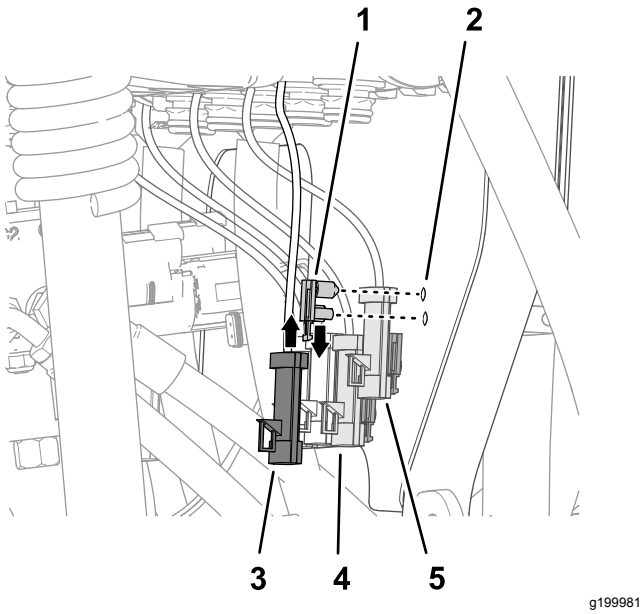

Rysunek 115
1. Zamocuj łączniki wciskane uchwytów złączy w otworach wspornika zaworów (Rysunek 115).